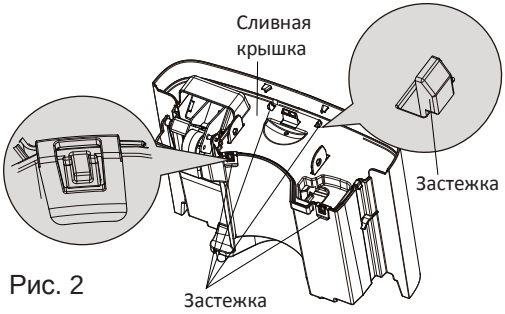

Рис. 2
(2) Нажмите на 4 пряжки вниз вокруг емкости. Поднимите сливную крышку. (Рис. 2)